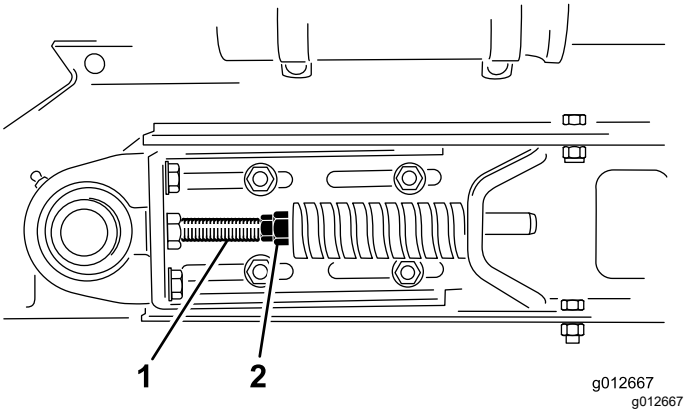

**Figur 30**
1. Lossa de främre och bakre kontramuttrarna på spännstången för att frigöra fjäderspänningen (Figur 30).